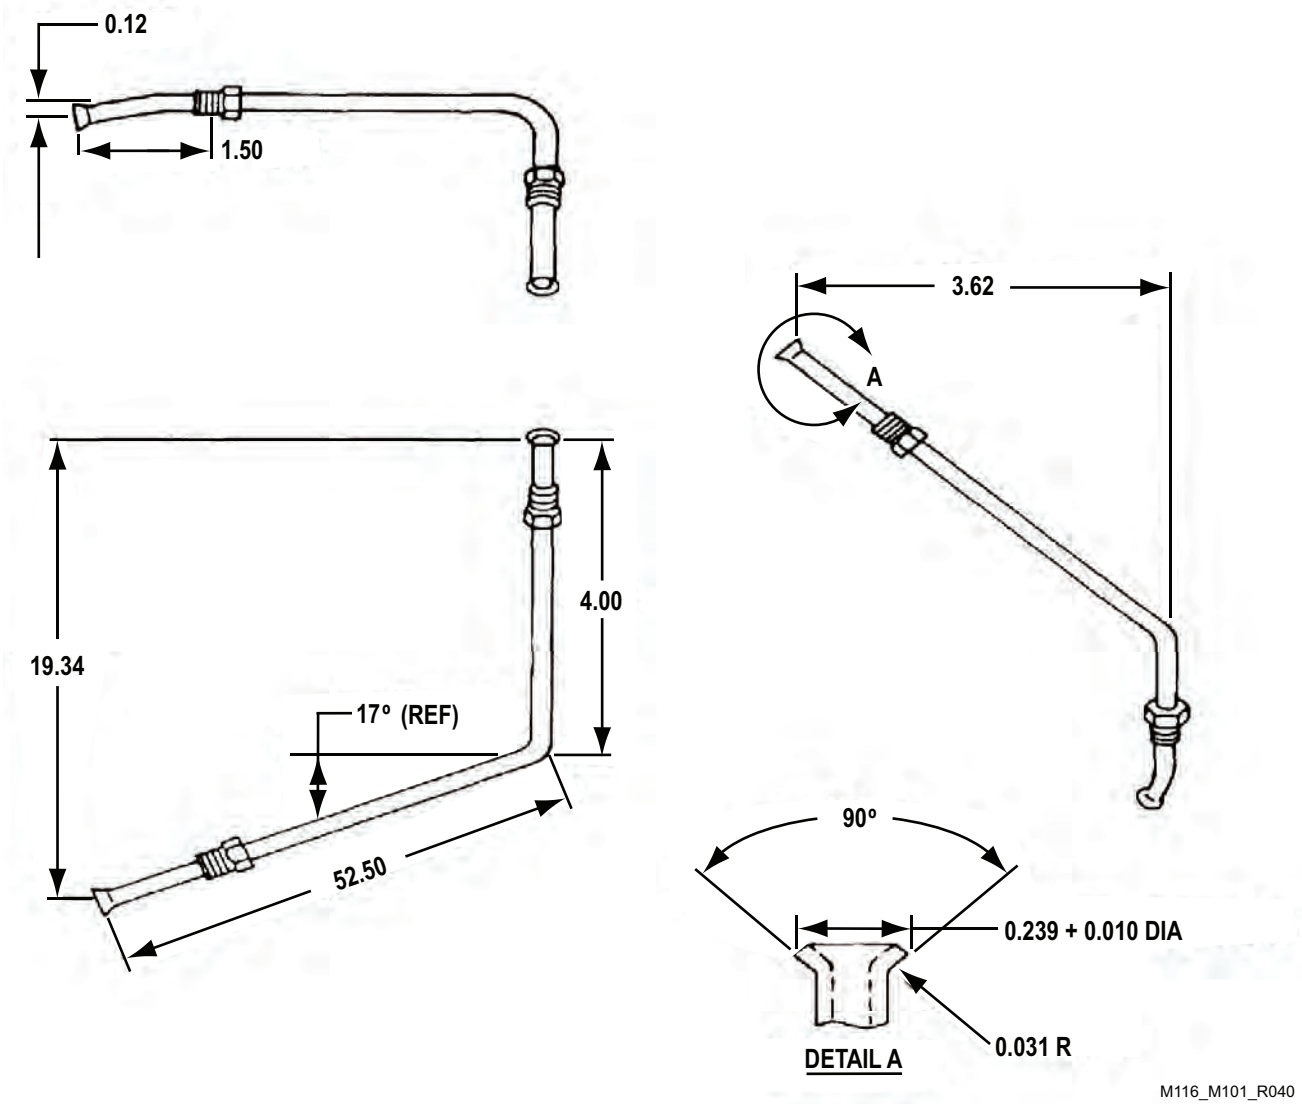

Figure 1. Front Hydraulic Brake Tube Assembly (M101A1, M101A2, and M116A2).
3. Install nut, part number 110357, on each end of tube assembly (Figure 1).